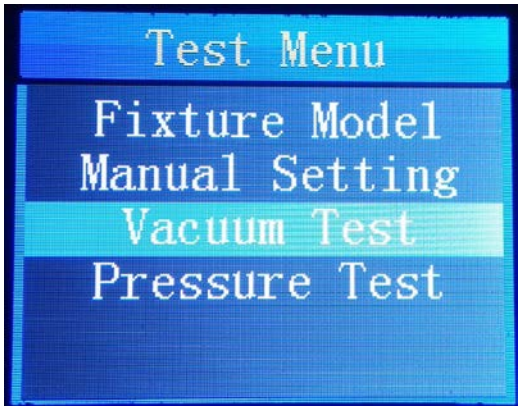
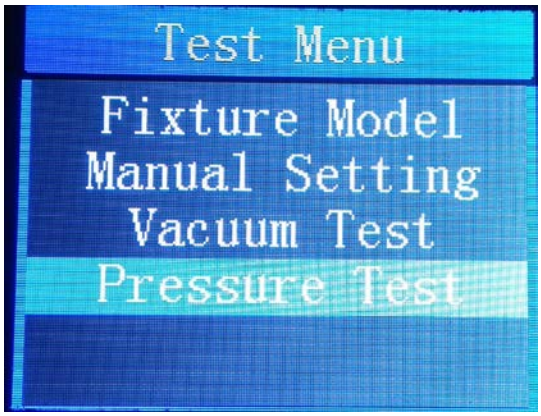

Figure 4
Figure 5
3. Enter the **Test Menu** and use the **UP/DOWN** button to select **Vacuum Test** (Figure 4) or **Pressure Test** (Figure 5) as needed, press the **ENTER** button to confirm, press the **MENU** button to exit.